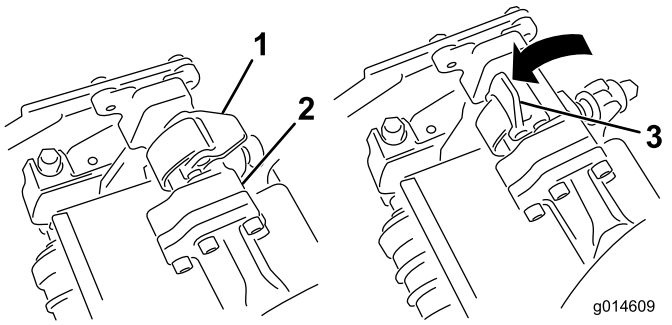
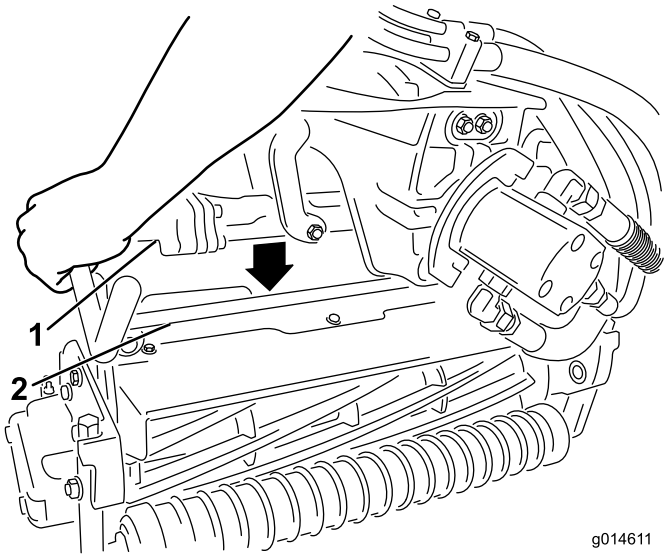

Figuur 33
Figuur 34
4. Zorg ervoor dat de vergrendelingen op de ophangarm omhoog wijzen (dus open staan) (Figuur 33), druk de ophangarm omlaag zodat de stang ervan over de stang aan de bovenkant van het maaidek valt (Figuur 34).
5. Sluit de vergrendelingen rond de stang van het maaidek en vergrendel ze (Figuur 33).
5. Open de vergrendelingen op de stang van de ophangarm van het maaidek dat u wilt verwijderen (Figuur 33).